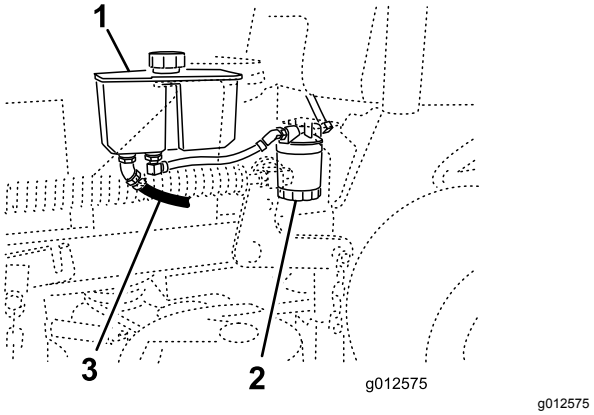

Bild 72
4. Stellen Sie eine Auffangwanne am vorderen Hydraulikschlauch unter den Hydraulikbehälter (Bild 72).